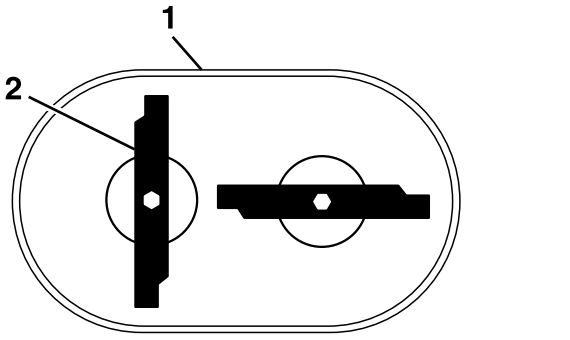

Figure 22
D. Referencing the front of the machine, make sure the installed blade is vertical before installing the second blade. The second blade must be installed perpendicular to the first, using steps A through C. The two blades will form a sideways "T" as shown in Figure 22.